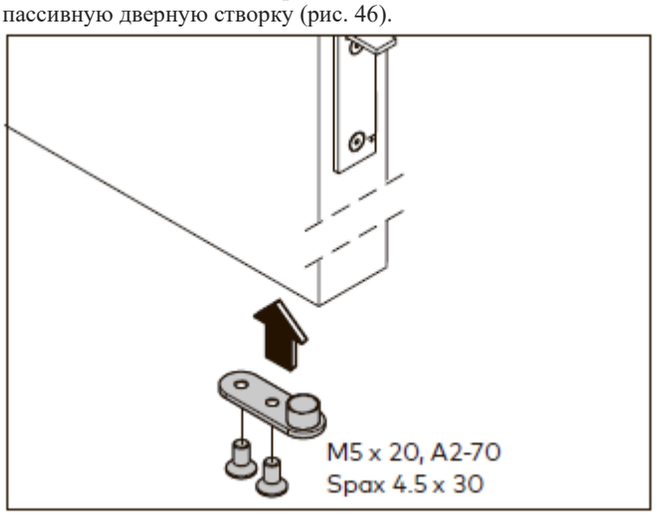

Рис. 46 Установка нижней направляющей
8. Установите нижнюю направляющую для шпингалета в пассивную дверную створку (рис. 46).